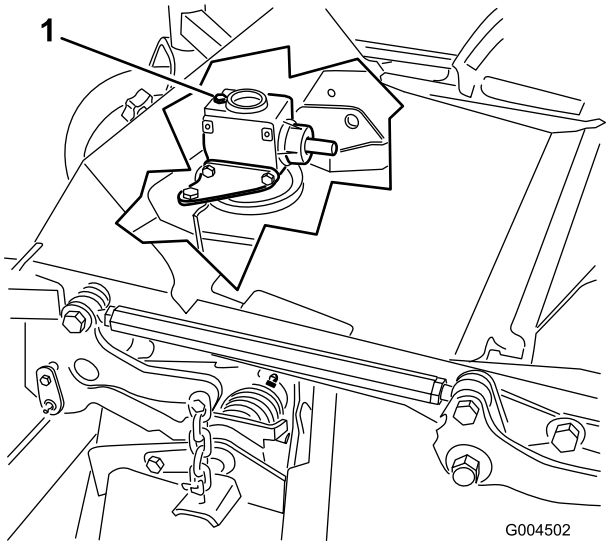

Figur 38
6. Ta ut peilestaven/fyllpluggen fra toppen av girkassen (Figur 38), og kontroller at oljenivået er mellom merkene på peilestaven.
6. Fjern peilestaven/fyllpluggen fra toppen av girkassen (Figur 38).